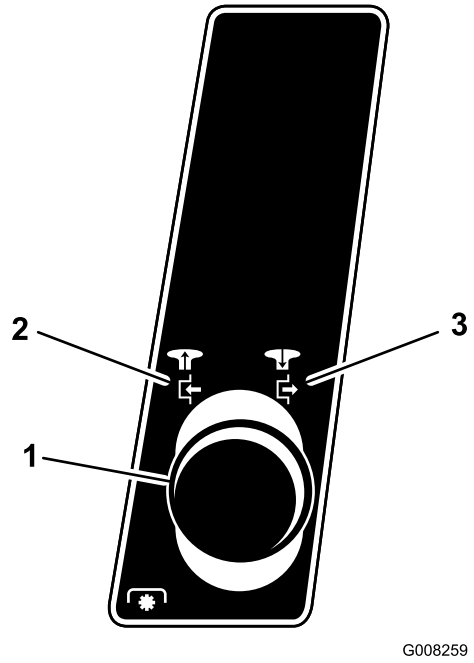

Figur 12
4. Udkobl skæreknivenes kraftudtag. Se Figur 12.